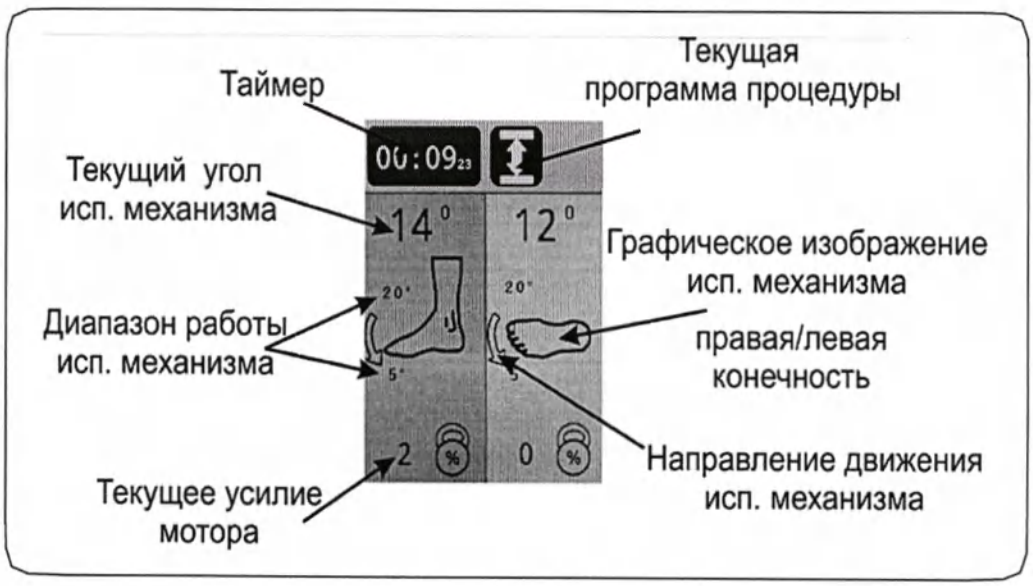

Рисунок 7.3 – Дисплей режима выполнения процедуры
7.1 Дисплей режима выполнения процедуры (см. рис. 7.3).
Запуск процедуры осуществляется кнопкой ПУСК. Запуск возможен только когда отображается основной экран, при этом дисплей переходит в режим выполнения процедуры (см. рис. 7.3).